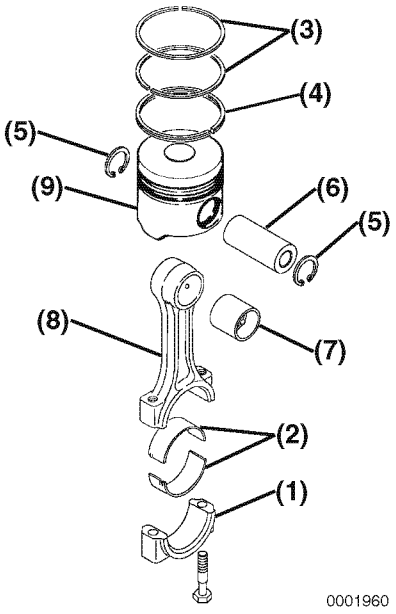

Figure 6-134
1. Lubricate and reinstall the wrist pin **(Figure 6-134, (3))** through the piston and connecting rod.
2. Reinstall the second circlip **(Figure 6-134, (4))** and ensure it is securely seated in the groove.